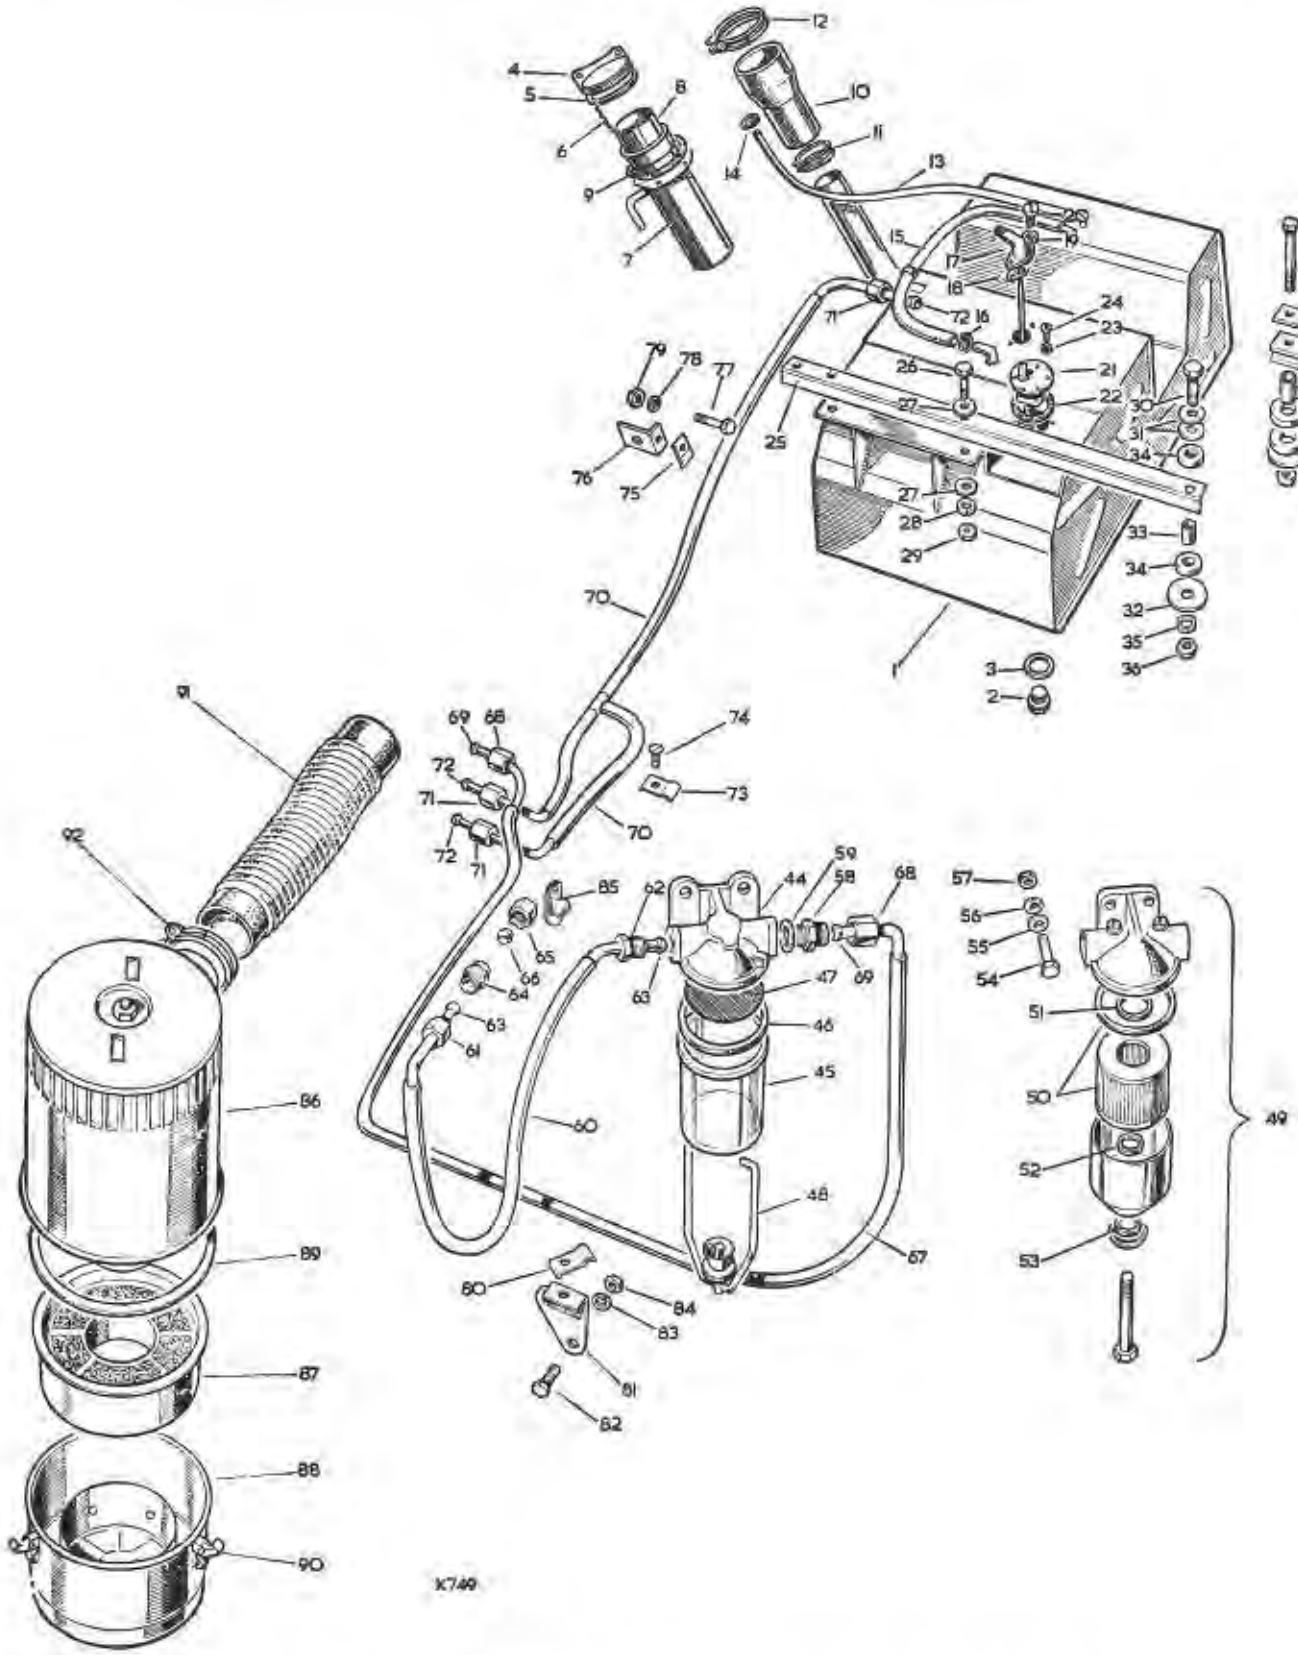

**Fig. L1-65. Layout of rear mounted fuel tank, filter and pipes, 2.6 litre models**
**To remove** (Fig. L1-65)
**Key to Fig. L1-65. Layout of rear mounted fuel tank, filter and pipes, 2.6 litre models**